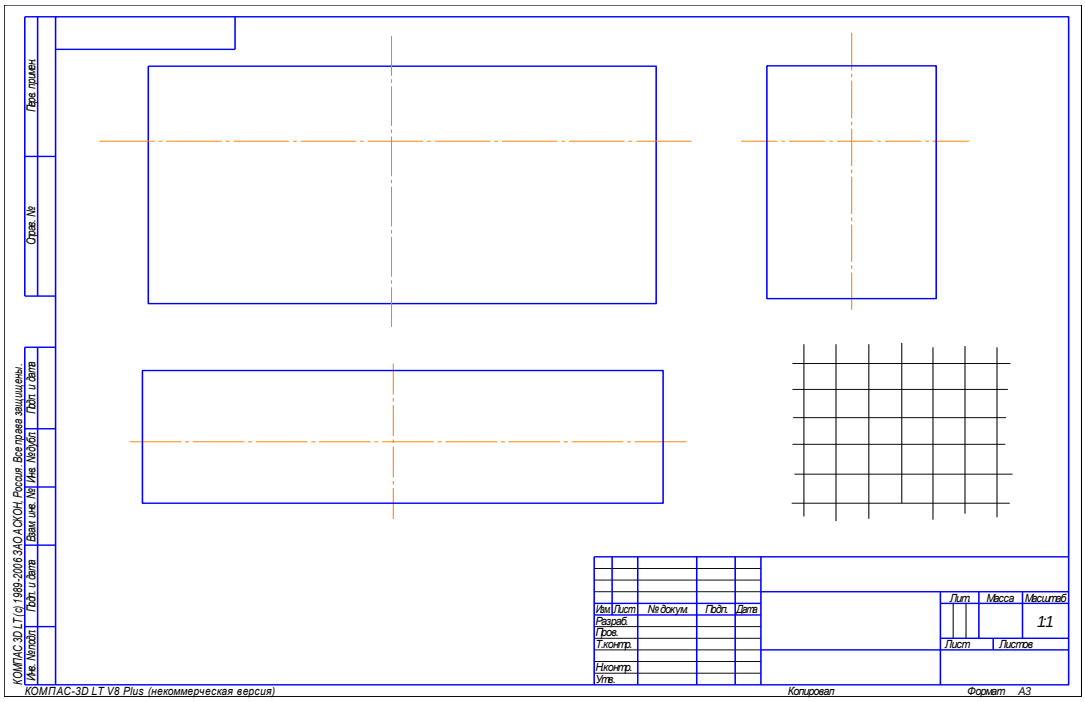

Рисунок 2.2 – Разметка изображений
- на листе бумаги вычерчивают рамку и прямоугольник для основной надписи, а затем наносят тонкими линиями габаритные прямоугольники изображений, соблюдая проекционную связь (рисунок 2.2). Между ними оставляют достаточные промежутки для нанесения размеров;